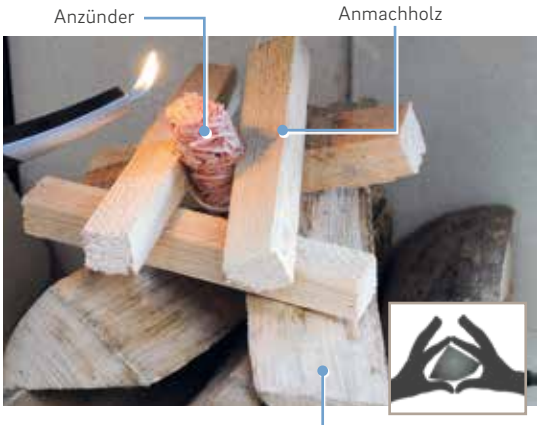

Abb. 10: Beispiel: Anzündvorgang
- Anders als bei einem Lagerfeuer wird das Feuer in der Kaminkassette von oben angezündet. Oben auf die Holzscheite möglichst klein gespaltenes, trockenes Weichholz als Anfeuermodul auflegen („Abb. 10: Beispiel: Anzündvorgang").